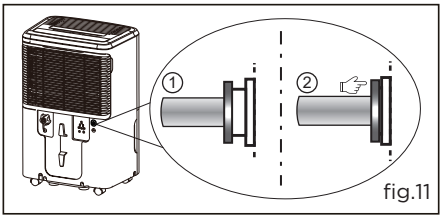

fig.11
a. Press the tightening ring of drainage joint;(fig.11)